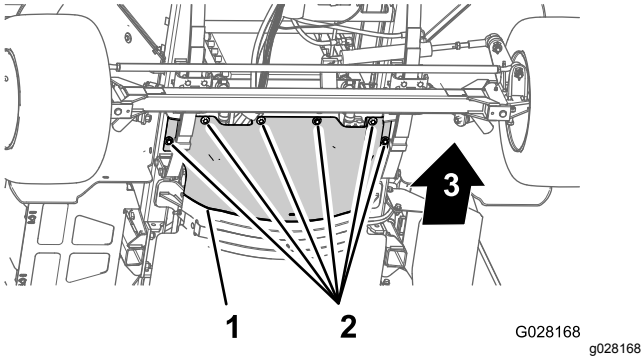

Рисунок 59
3. Выверните 6 болтов с шестигранными головками и снимите 6 шайб, которые крепят передний теплоизолирующий экран к шасси, и снимите экран (Рисунок 59).